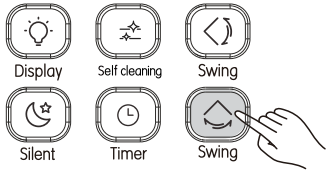

Figure 3.12
① When the unit unit is on. Press (see Figure 3.12). Start the horizontal swing function, and will light up, and signal is sent to the indoor unit;